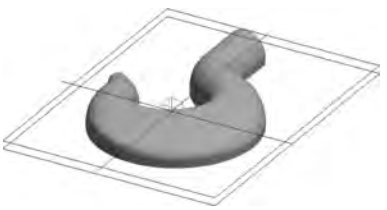

图 5-213　曲线平移
(8) 单击“平移”图标，选择吊钩底部轮廓线和矩形边框线，在界面左侧的立即菜单中选择“偏移量”和“拷贝”选项，设置 $DX=0$、$DY=0$、$DZ=-5$，右击确认，如图 5-213 所示。